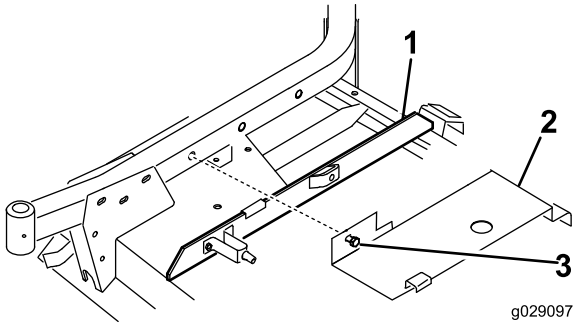

Figur 24
1. Sett en klippeformer inn på høyre brostang, slik at siden på fjærbraketten er 10 cm fra ytterkanten av klippeformeren (Figur 24).
2. Hekte bakre del av klippeenhetsdekselet (Figur 24) på bakre kanalbolt mens du innretter dekselets monteringsbolt med hullet i høyre styrearm. Dekselet skal hvile på klippeformeren. Juster formeren etter behov.